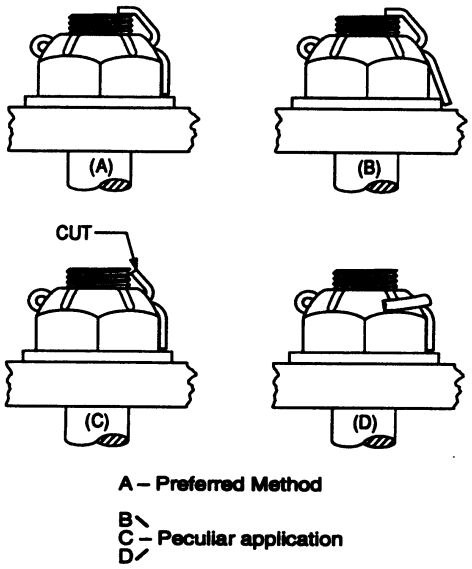

Figure 4. Typical Cotter Pin Installation
f. Cut off prongs flush with end of bolt or stud or bend them around nut, bolt or stud if interference is encountered by bending them over the bolt or stud end. (See figure 4.)